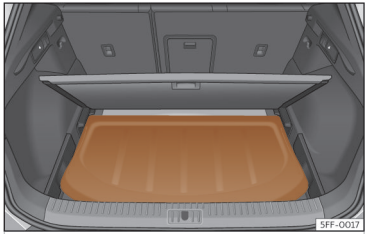

Abb. 176 Im Gepäckraum: Einsetzen der Gepäckraumabdeckung.
- Legen Sie die Gepäckraumabdeckung in die dafür vorgesehene Aufnahme ››› **(Abb. 176)**.